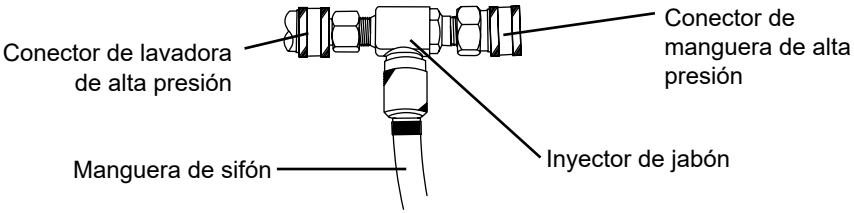

Fig. 1
1. Asegúrese que el inyector de jabón externo esté conectado a la salida de alta presión de la lavadora. (Fig. 1)